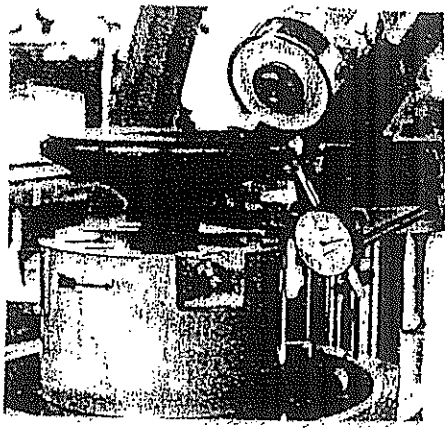

Fig. 4
- Set a dial gauge to the seat portion. (As shown in Fig. 4)